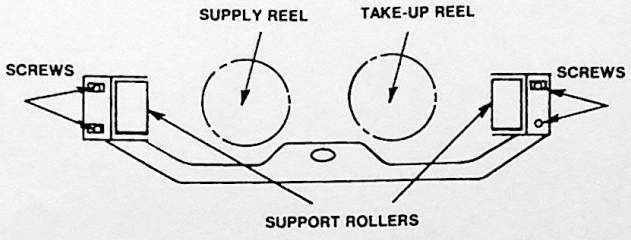

Figure 10. Cassette Holder Support Removal
2. Remove four (4) mounting screws — see assembly in Figure 10.